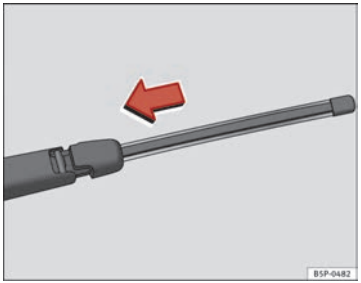

Fig. 150 Fitting the rear window wiper blade
– Place the blade as shown in the ⇒ fig. 150 and slide the adapter along until it engages.